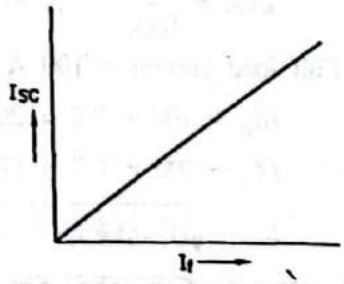

FIG. 4.66 : SHORT CIRCUIT CHARACTERISTIC
- Graph of short circuit current v/s field current is drawn which is called the short circuit characteristic (SCC). To find the regulation, both the OCC and SCC are drawn on the same sheet as shown in figure 4.66.